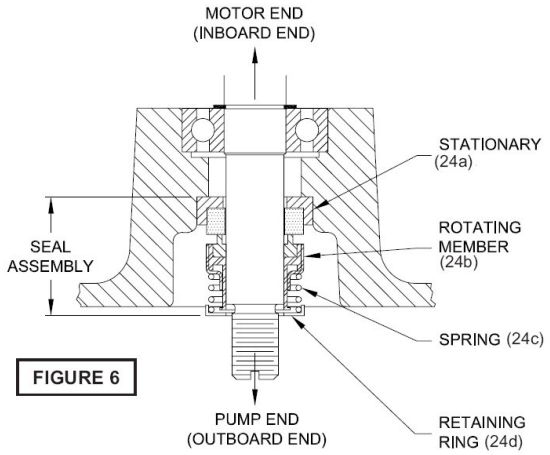
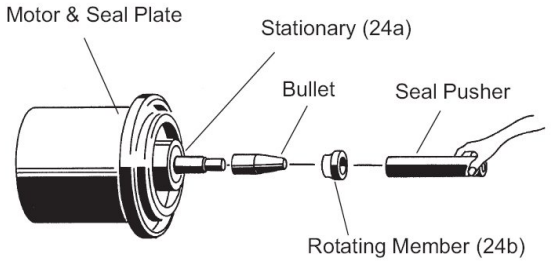

FIGURE 6
FIGURE 9
To expose shaft seal (24) for examination, disassemble volute and impeller as outlined in paragraph F-2.1. If further repair is required, remove retaining ring (24d), spring (24c) and rotating member (24b) from shaft (see Figures 6 & 7). Examine all seal parts and especially contact faces. Inspect seal for signs of wear such as uneven wear pattern on stationary members, chips and scratches on either seal face. **DO NOT** interchange seal components, replace the entire shaft seal (24). If replacing seal, remove stationary (24a) by prying out with flat screwdriver.
Lightly oil **(DO NOT use grease)** shaft, bullet and inner surface of bellows on rotating member (24b) see Figure 9. With lapped surface of rotating member (24b) facing inward toward stationary member, slide rotating member over bullet and onto shaft, using seal pusher, until lapped faces of (24a) and (24b) are together (see Figure 6).